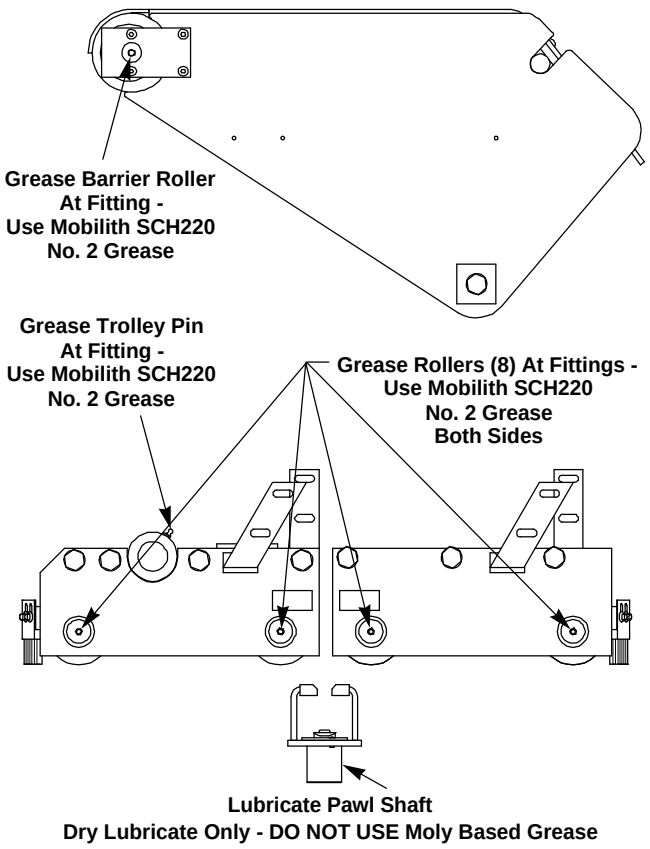

FIGURE 23 - LUBRICATION
2. Grease rollers at fittings located on both sides of trolleys (8 places), lock trolley pin and barrier roller. See Figure 23. Use Mobilith SHC220 No. 2 grease (or equivalent temperature range lithium based grease). Two (2) to three (3) pumps at subsequent 90 Day maintenance intervals.